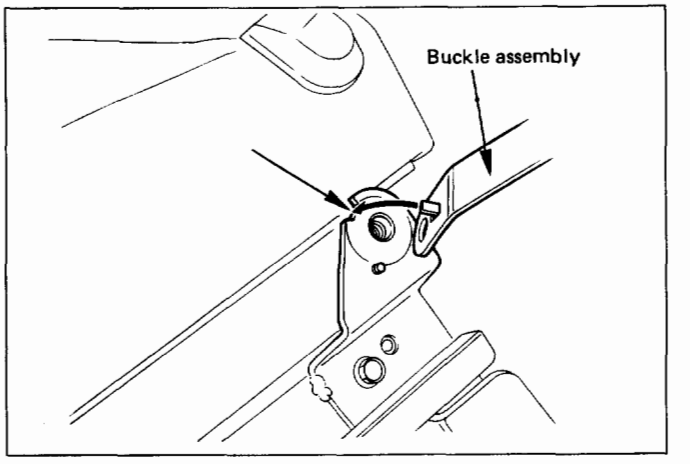

Fig. 10-219
1. Fix the buckle to the rotation-stop position securely to install the front seat buckle assembly. (Fig. 10-219)